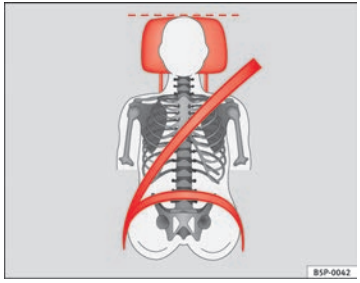
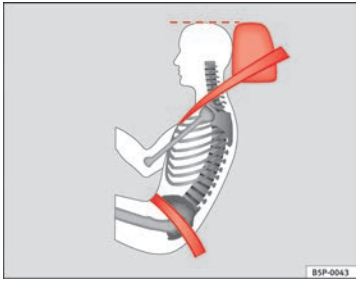

Fig. 88 Front view: head restraints and seat belts correctly adjusted
Fig. 89 Side view: head restraints and seat belts correctly adjusted
– Adjust the head restraint so that its upper edge is at the same level as the top of your head, or as close as possible to the same level as the top of your head and, at minimum, at eye level ⇒ fig. 88 and ⇒ fig. 89.